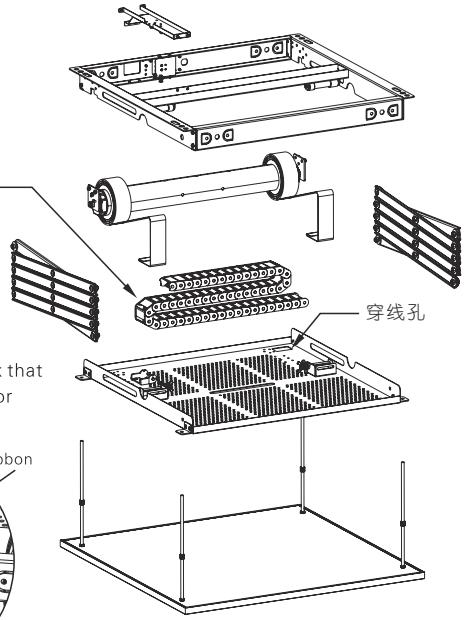

Figure 9
7. Open the cover plate,then put the power cord and Signal wire into the storage.Do make sure the cover plate is fixed. (Figure 9 to 10)